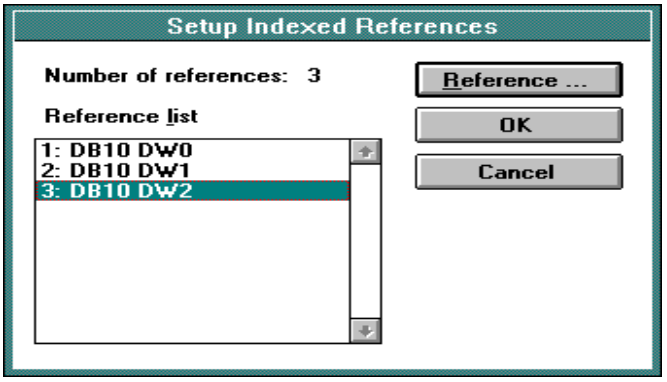

Figure 2
4. Clicking on the *Indexed* button will bring up a dialog box that allows the user to specify which memory location's contents will be displayed when a particular value is written into DB10 DW9. For example, whenever a value of 1 gets written into DB10 DW9, we want the temperature for stage 1 to be displayed. Likewise for the values 2 and 3. To specify the address, simply click on the value you wish to link to an address and click on the *Reference* button. This will bring up a dialog box in which you can specify the address. Since we want a value of 1 to display the temperature in state 1 (whose value is located in DB10 DW0), the value of 1 gets referenced to DB10 DW0. This is done in a similar fashion with similar reasoning for DB10 DW1 and DB10 DW2. A configured dialog box is shown in Figure 2.